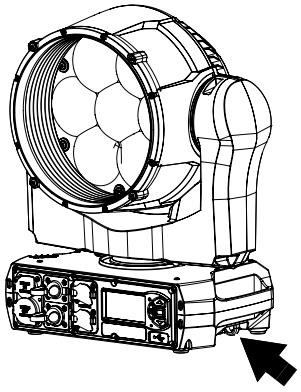

Bild 7: Ankerpunkt des Fangseils
1. Siehe Bild 7. Sichern Sie das Gerät mit einem Fangseil, das für das Gewicht des Gerätes zugelassen ist. Befestigen Sie das Fangseil an einem der Ankerpunkte an der Unterseite der Basis (siehe Pfeil in der Abbildung rechts). Führen Sie das Fangseil durch den Ankerpunkt oder verwenden Sie einen Karabiner. Das Fangseil muss das Gerät zuverlässig halten, wenn die primäre Befestigung versagt. Befestigen Sie das Fangseil mit so wenig Spiel wie möglich an einem sicheren Ankerpunkt der tragenden Struktur.